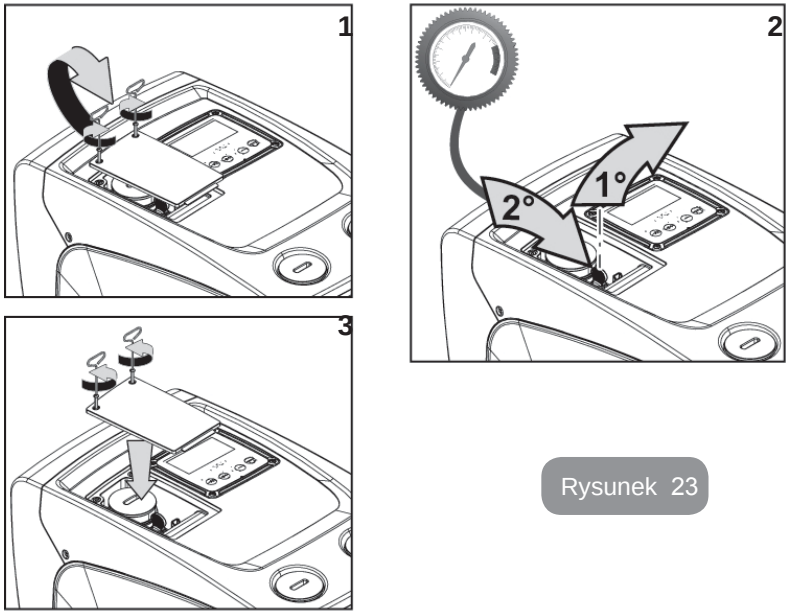

Rysunek 23
1. usunąć drzwiczki dostępu do punktu wyjątkowej konserwacji (Rys.1 Strona F) poluzowując 2 śruby zamykania za pomocą odpowiedniego narzędzia. Zaleca się nie usuwać całkowicie śrub, tak aby wykorzystać je przy wyciąganu drzwiczek. Nie spowodować przypadkowego dostania się śrub do wnętrza systemu po usunięciu drzwiczek (rys. 23);
2. ściągnąć pokrywę z gumy z zaworu zbiornika ekspansyjnego (rys. 23);
3. zadziałać na zawór zgodnie zw wsazówkami paragrafu 1.2 (rys. 23);
4. przywrócić do pierwotnego stanu pokrywę z gumy (rys. 23);
5. przywrócić do pierwotnego stanu drzwiczki i przykręcić 2 śruby (rys. 23).